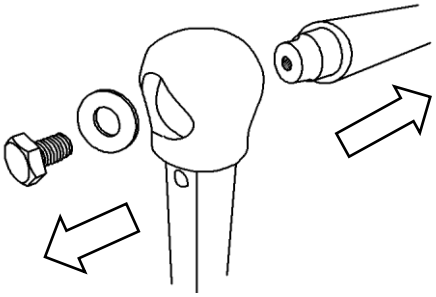

図3
③　ボルトとワッシャーを外し、バーを支柱から抜いてください（図3）。